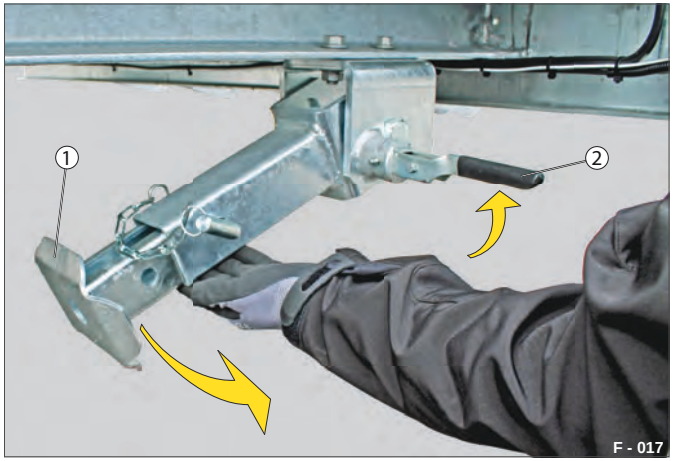

Fig. 42 Nedklapning af klapstøtteben
▶ Træk i fjederlåsen (Fig. 42 /2).
Den justerbare fod (Fig. 42 /1) klapper automatisk ned.